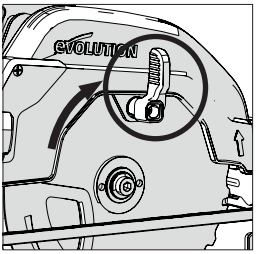

Fig. 5
- Gire la protección inferior de la hoja hacia dentro de la protección superior de la hoja usando la palanca de pulgar manual. **(Fig. 5)**